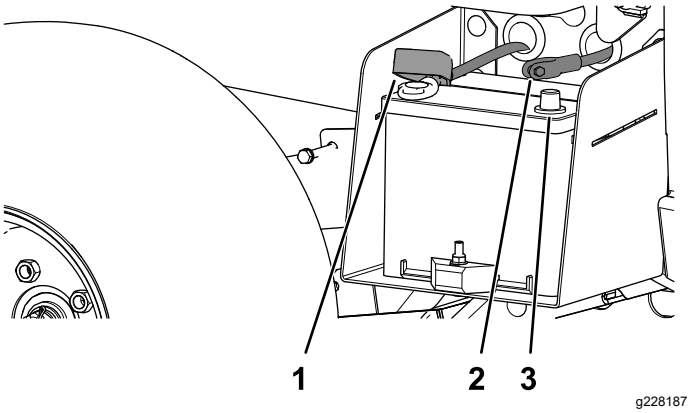

Figur 5
3. Kobl batteriets pluskabel (rødt) til batteriets pluspol (+), og fastgør kablet med bolte og møtrikker (Figur 5).